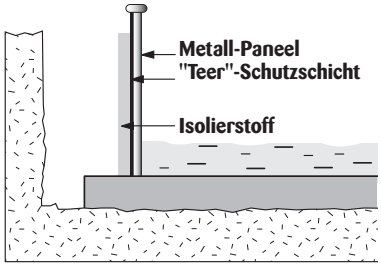

Abb. 66
2. für vollversenkte Becken: Auf der ganzen Höhe, Abb. 66.